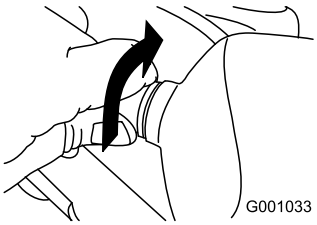

Figur 56
2. Drei lyspærens base mot klokken til den stopper (Figur 56).